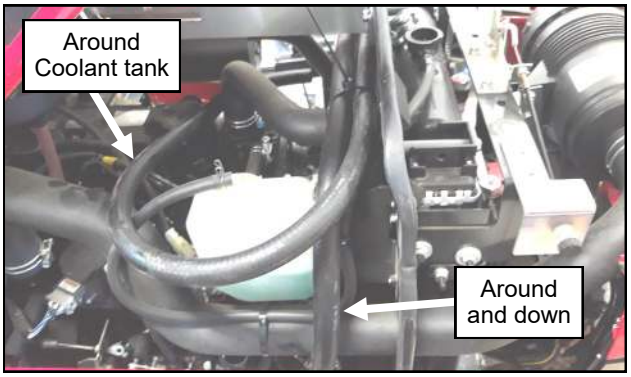

Figure 20.3 (Right Side of Engine Bay)
20.3 Run one leg of the hose out and around the air intake tube and down to the lower radiator hose. Make sure the hose has enough slack throughout its run across the radiator so that it will not contact anything sharp above or below, and cut the leg of hose to length at the lower radiator hose. See Figure 20.3.
20.4 Place a clean drain pan under the radiator hose, cut the hose in the middle as shown in Figure 20.3, and let the coolant drain into the pan.